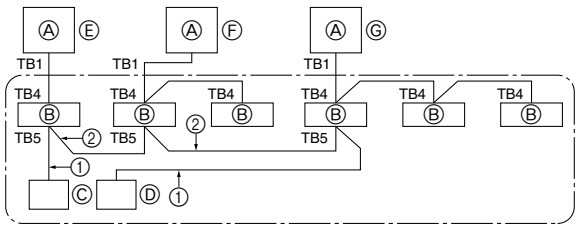

Fig. 10-1
① Schalten Sie die Anlage ein (Leistungsschalter).
② Stellen Sie nach dem Schließen des Gassperrventils den SWP-Schalter auf der Schalttafel der Außenanlage auf ON/EIN ein. Der Kompressor (Außenanlage) und die Ventilatoren (Innen- und Außenanlagen) beginnen zu arbeiten und der Kältemittelsammelvorgang setzt ein. LED1 und LED2 auf der Schalttafel der Außenanlage leuchten.
③ Da die Anlage sich automatisch etwa zwei bis drei Minuten nach dem Sammeln des Kältemittels ausschaltet (LED1 und LED2 leuchten), stellen Sie sicher, daß das Gassperrventil unverzüglich geschlossen wird. Wenn LED1 und LED2 leuchten und die Außenanlage ausgeschaltet ist, öffnen Sie das Flüssigkeitssperrventil vollständig, und wiederholen Sie dann nach Ablauf von drei Minuten Schritt ②.
④ Unterbrechen Sie die Stromversorgung (Leistungsschalter).
10. Kontrolle des Systems (Fig. 10-1)